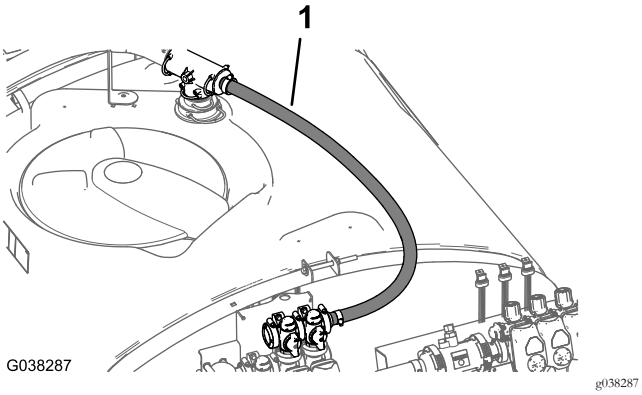

Figura 69
3. Passe a tubagem de distribuição para a válvula de distribuição que se encontra acima da válvula de pulverização principal, como se mostra na Figura 69.
5. Prenda a união estriada reta à válvula de distribuição (Figura 69) com o grampo flangeado – 40 a 64 mm.